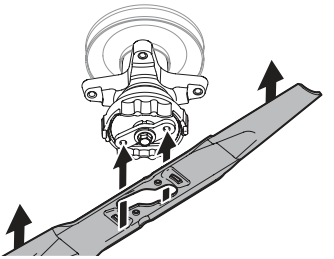

Fig. 52
3. Posicione la cuchilla debajo del montaje de husillo, y alinee con cuidado el orificio grande del centro de la cuchilla sobre el retenedor de cuchillas del tractor (Fig. 52).